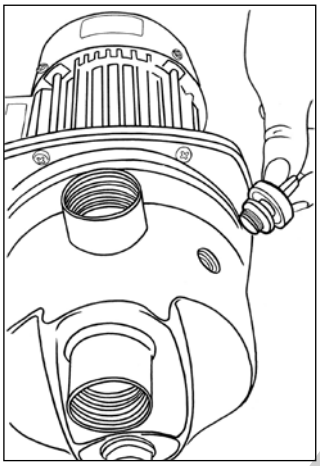

Рис.2 Заливное отверстие
3. Заполнить насос и всасывающую магистраль водой через заливное отверстие, отвинтив для этого, а затем завинтив пробку, находящуюся в верхней части насоса (рис.2). В отсутствии заливной пробки, заполнение водой входной магистрали происходит через выходное отверстие.